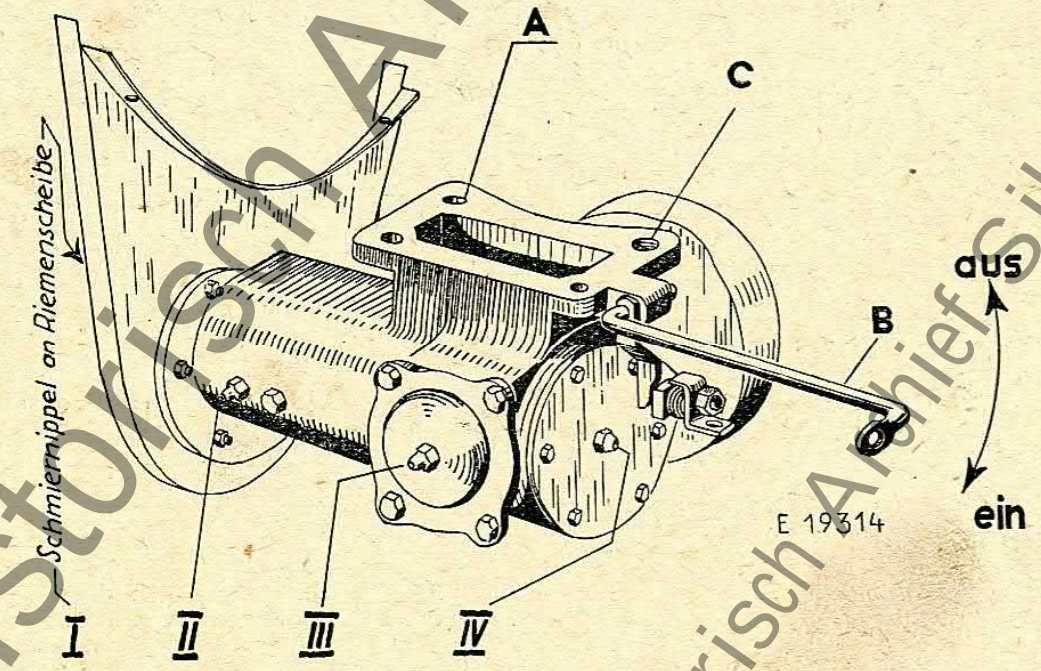
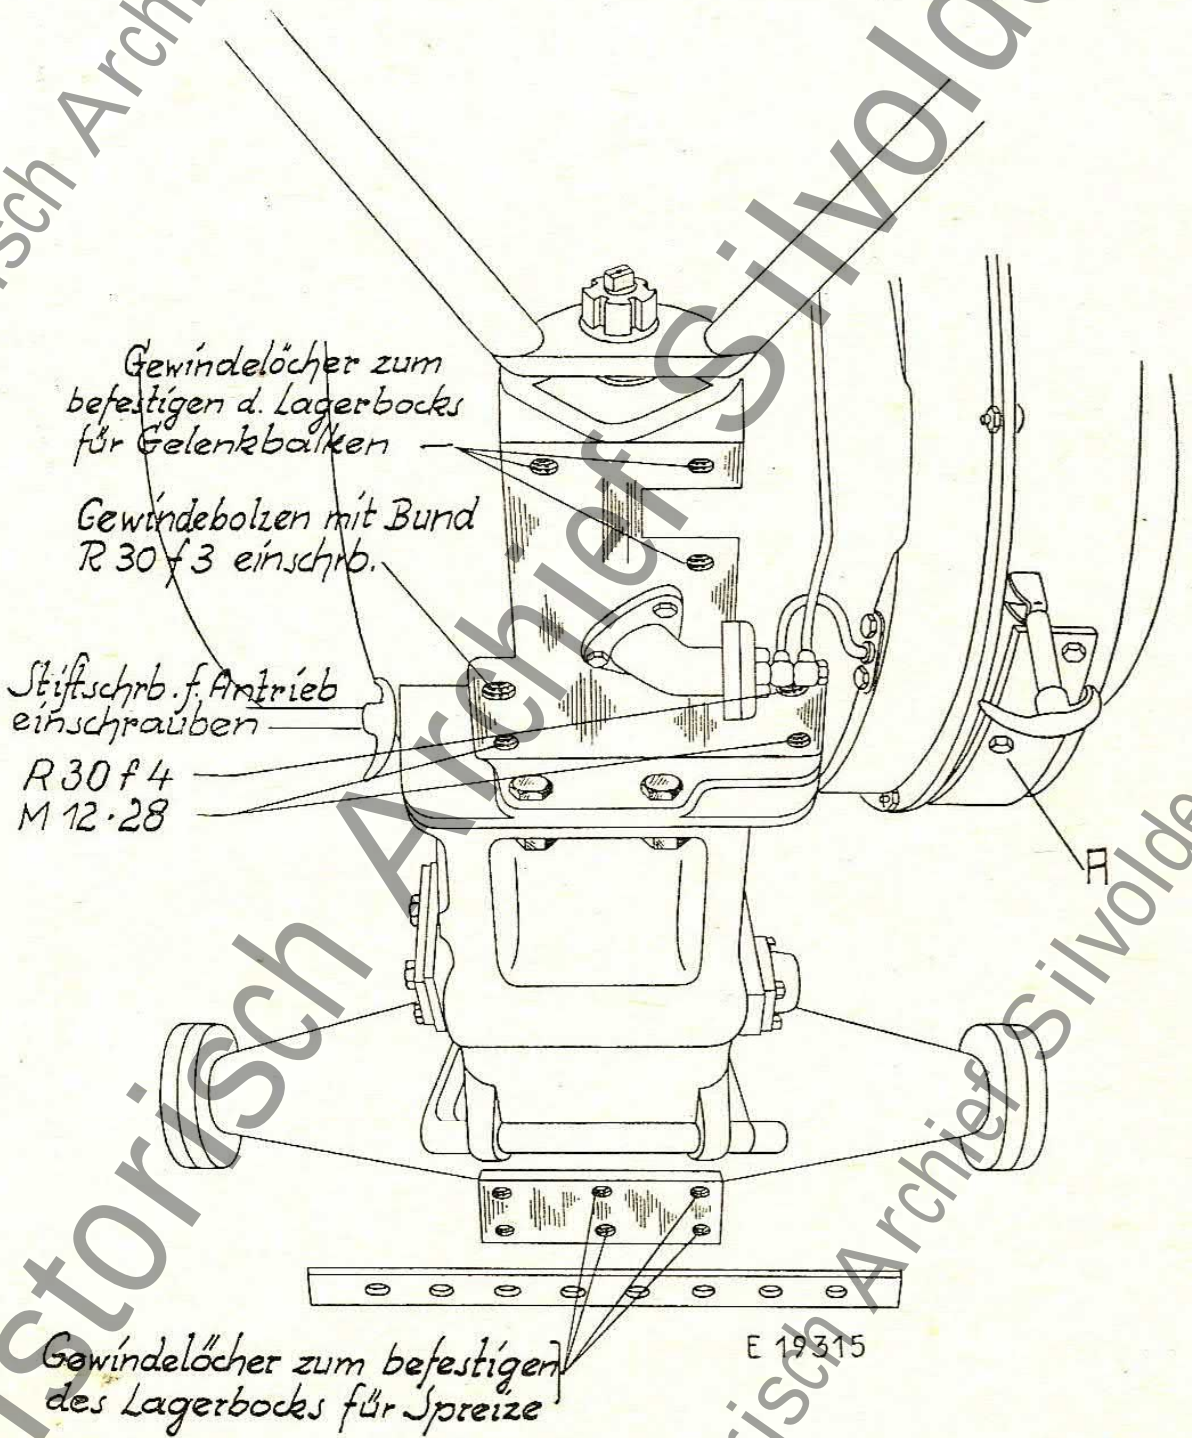

Bild 1.
Bild 2.
2. Abdeckblech (A Bild 2) am linken Radschutz entfernen.
3. Kompl. Mähwerkantrieb (Bild 1) anbauen: Vor der Montage desselben ist es zweckmäßig, den Schaltweg durch Bewegen des Schalthebels (B) auf leichten Gang zu überprüfen. Nach Ausrasten und weiterem Drehen an der Keilriemenscheibe (bei losgelassenem Schalthebel) muß die Klaue hörbar wieder einrasten. Der Schalthebel darf nach dem Einrasten kein Spiel aufweisen, d. h. die Feder muß ihren Druck auf den Daumen des Schalthebels ausüben und nicht auf die Klaue. Den Schalthebel (B) entfernt man sodann zwecks leichterer Montage des Mähwerkantriebes. Beim Abnehmen des Schalthebels ist es zweckmäßig zugleich den Eingriff der Klaue zu kontrollieren. Bei aufgestecktem Schalthebel ist die Schaltstange ca. 1 mm herausgezogen. Ist das Maß überschritten, so ist die Vierkantmutter entsprechend zurückzudrehen, damit die Klaue tief genug einrückt und im Betrieb nicht klappert. Ist dieses Maß unterschritten, dann steht der Schalthebel nicht unter Spannung und die Schaltfeder drückt auf die Schaltgabel. Heißlaufen des Mähwerkantriebes wäre die Folge.
Fettpresse voll (etwa 150 g) Fett einpressen. Der Rest des Fettes, etwa 400 g ist durch die obere Öffnung des Antriebsgehäuses einzufüllen und dieses hierauf am Bulldog anzuschrauben. Die Stelle am Kurbelgehäuse, an welcher der Antrieb montiert wird, sowie den Flansch am Antriebsgehäuse selbst vorher gründlich reinigen bzw. von Farbe befreien und 2 Gewindebolzen M 12 × 28 DIN 939 hinten, 1 Gewindebolzen mit niederem Bund R 30 f 4 bei A (Bild 1) und 1 Gewindebolzen mit hohem Bund R 30 f 3 bei C (Bild 1) vorne in Kurbelgehäuse einschrauben (Bild 2). Antriebs-